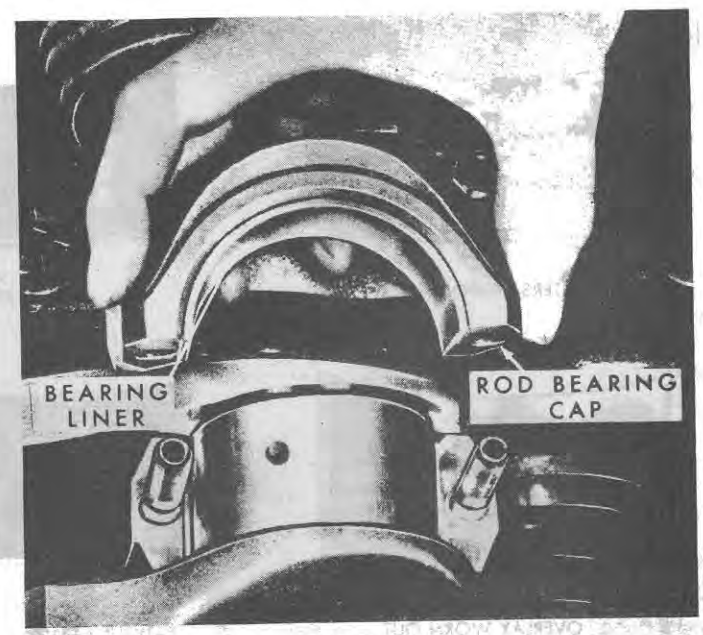

Figure 44
4. Remove the nuts from the connecting rod bearing cap bolts of the piston that is at the bottom of its stroke. Remove the rod bearing cap and liner, Figure 44, from the rod. Push the piston and rod assembly away from the crank pin and remove the bearing liner from the rod. Push the rod and piston assembly out of the top of the cylinder, using the handle end of a hammer. Be careful not to scratch the crank pin or the cylinder. Turn the crankshaft to bring each piston to the bottom of its stroke and repeat this procedure. Keep the bearing caps and liners with their respective connecting rods.